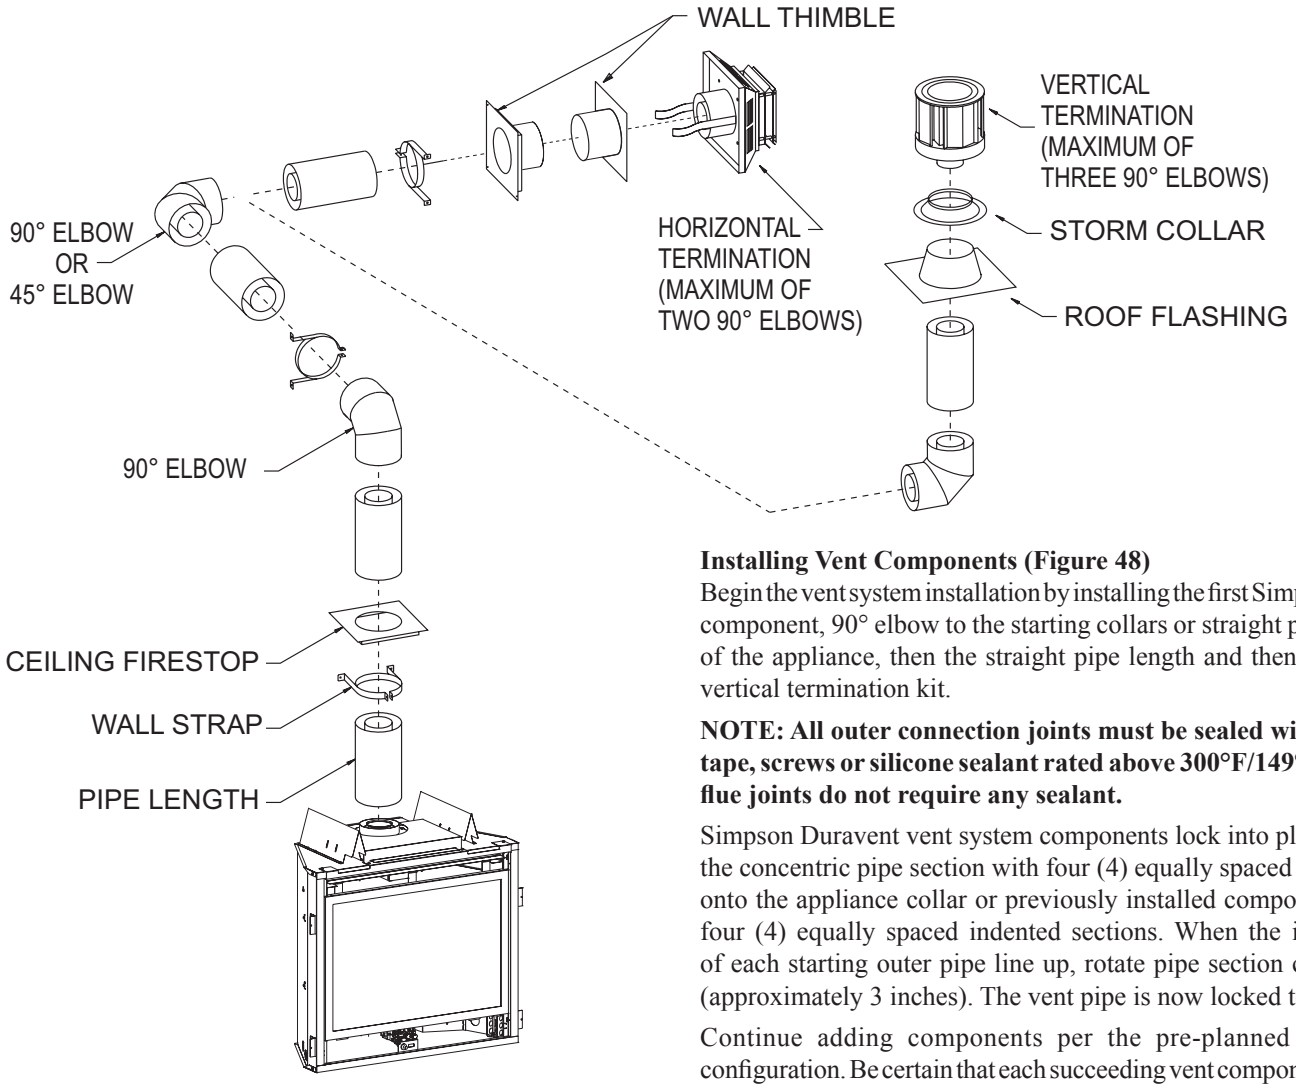

**Figure 48**
**Installing Vent Components (Figure 48)**